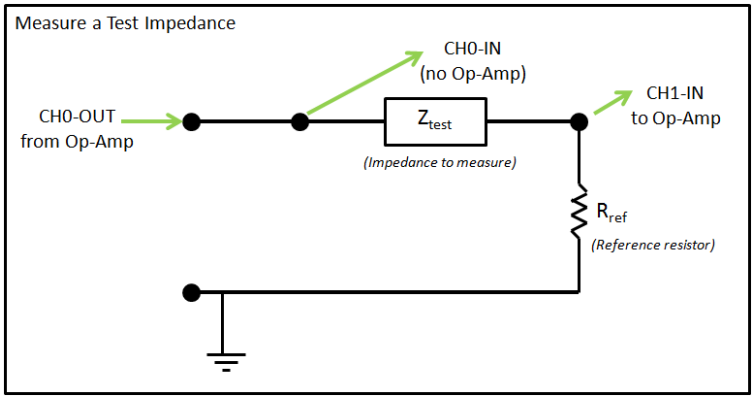

Figure 5: Circuit to measure a test impedance. The reference resistor R_{ref} should have an impedance magnitude similar to the test impedance.
2. Impedance-measurement circuit: Build the circuit shown in Figure 5, connecting to the op-
(a) Place a "test resistor" (of known impedance) in series with the reference resistor R_{ref}. Your test resistor should occupy the place of Z_{test} in Figure 5.
(c) Use two inputs (into the MU-box), taken across the 'test resistor' terminals. CH0-IN should be connected to the "high" side of the speaker, and CH1-IN connected at the place where the speaker and reference resistor are joined, as described in Fig. 5.
NOTE: Every time you set up your lab circuit for the day, we suggest that you do a quick test with a resistor, as in Lab 1 (Fig. 5) to make sure everything is running properly!!!
- If you wish to measure a **current**, you will need a reference resistor of some sort (i.e. by measuring the voltage across a known resistor, you can calculate the current). This can be like your circuit in Fig. 5, or you can measure the voltage across a known resistor inside the 2-port you are trying to characterize
In this lab you will measure the electrical input impedance Eq. 1, where V is the voltage across the speaker and I is the current through it. The loudspeaker will be in **series** like your resistor from Lab 1, so you should connect the loudspeaker according to Figure 5. The loudspeaker has two terminals; when you swap the two terminals, the polarity of the acoustic signal will change. Note the red dot next to one of the terminals. Take this as the "positive" terminal. So for some later experiments, this could make a difference in your results, but not for Lab 3. Note that these terminals represent *one* side of a two-port network - in the case of the loudspeaker, the other side of the network is the acoustical signal (pressure and volume velocity) at the loudspeaker cone.